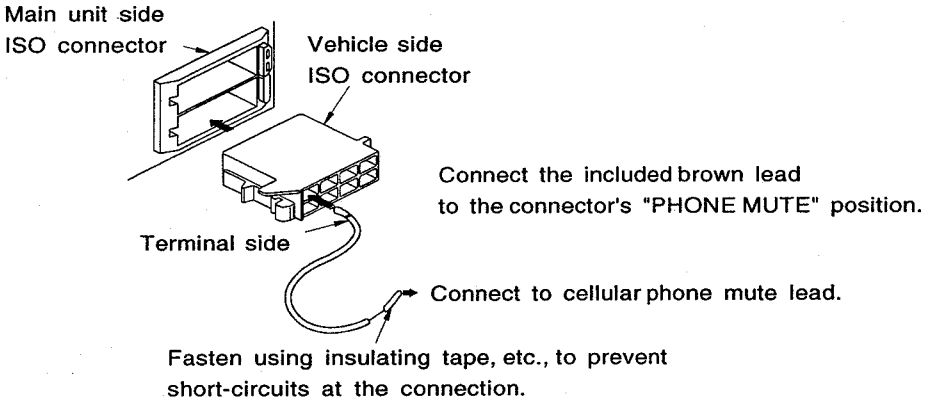

Figure 2
2.The lead include with the unit must be connected to the specified position of the vehicle's ISO connector in order to use the "triggered audio mute for cellular telephones" function.(Figure 2)